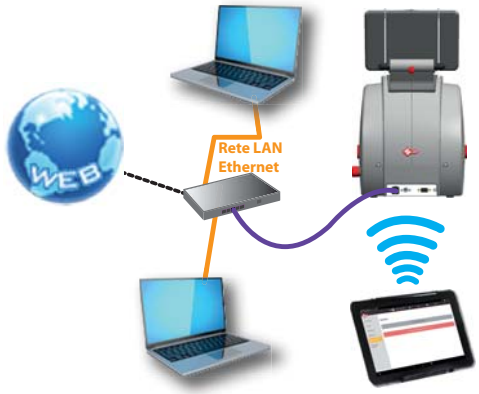

Fig. 2
5.2.1 Update in LOCAL NETWORK mode (Fig. 1 - Fig. 2)